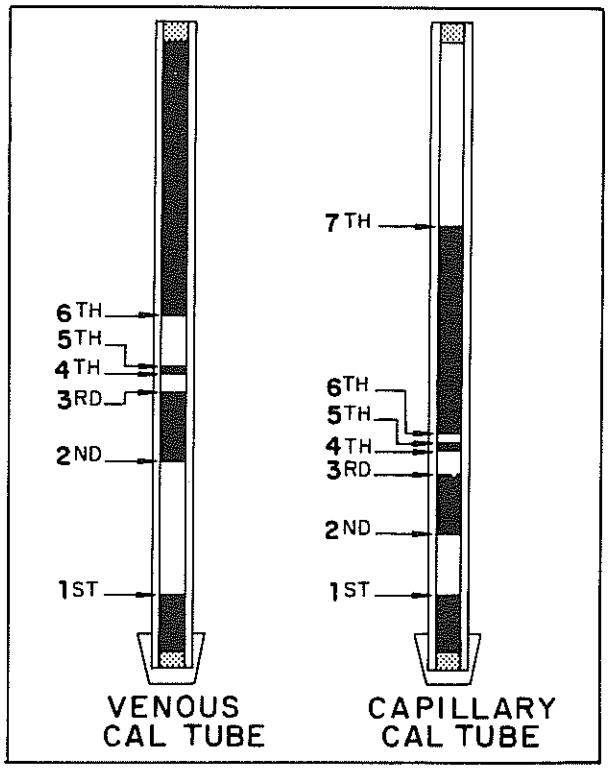

Figure 4.6. Interface Locations in QBC Calibration Tubes.
(1) Place the Reader in the "VEN" mode and insert the Venous Calibration Check Tube.
(2) Referring to Figure 4.6, align the 1st interface (black-to-pale green) with the cursor and press "ENTER".
(3) Continue reading the 2nd through the 6th interfaces in the same manner.
(4) Record the Venous Cal Check values of the seven hematology parameters; then press the MODE button twice rapidly to obtain HB. Record the HB value and remove the Tube. Note: Record HB even if the check value is flashing.
(5) Select the "CAP" mode, insert the Capillary Calibration Check Tube and repeat the reading procedure, including the 7th interface, as shown in Figure 4.6.